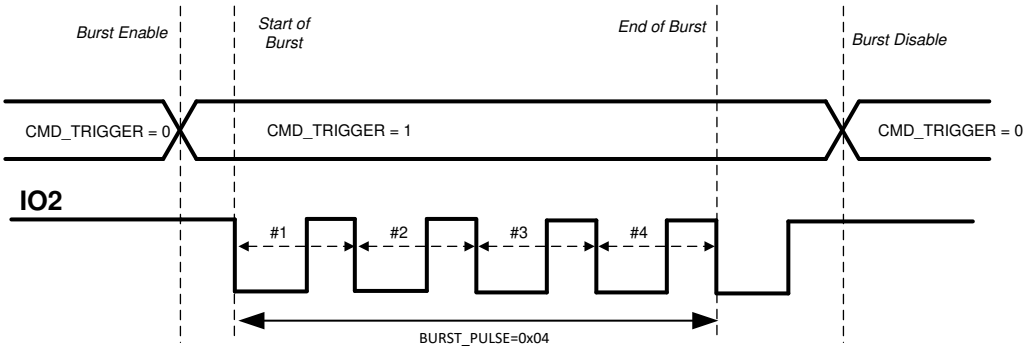

図 7-1. IO_MODE 0 Description
- **IO_MODE = 0:** In this mode, the external clock for the transducer is applied at the IO2 pin and the burst mode is enabled by setting the CMD_TRIGGER in the TOF_CONFIG register through SPI, as shown in 図 7-1. The device then expects a clock at IO2 pin to generate pulses on the OUTA/OUTB pins. The start of burst happens from the first falling edge of IO2. The number of pulses are counted by counting falling edge to next falling edge transitions on IO2 once the start of burst is triggered. The end of burst sequence is signaled when the number of pulses defined in BURST_PULSE are sent, or when the CMD_TRIGGER = 0 is set through SPI, whichever occurs earlier. TI recommends that IO2 is held high before burst enable to count the number of pulses correctly. After the start of burst, the state of OUTA and OUTB pins are determined by IO1 and IO2 pins. A transition of CMD_TRIGGER from high to low to high again is required to initiate a new burst sequence.